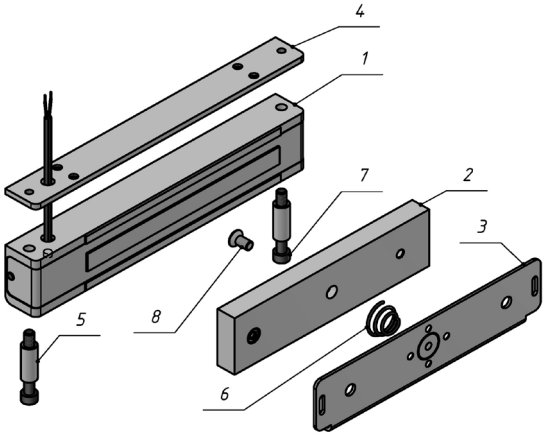

Рисунок 1 – Комплект поставки замка ALM-400FR
4.5 Винт крепления якоря (поз.8 рис.1) необходимо затянуть с усилием, достаточным для исключения его отворачивания в процессе эксплуатации. Рекомендуется ставить винт на стопорящий герметик типа «Анатерм» или на нитрокраску НЦ.